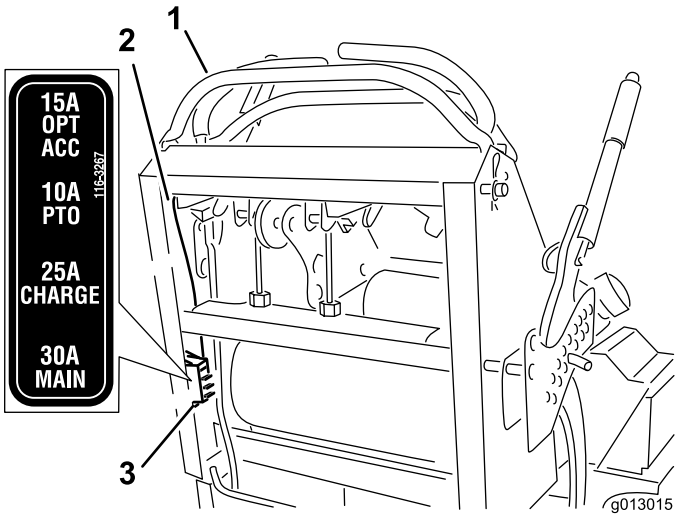

Figur 55
2. Dra ut sikringen for å fjerne og bytte den ut (Figur 55).